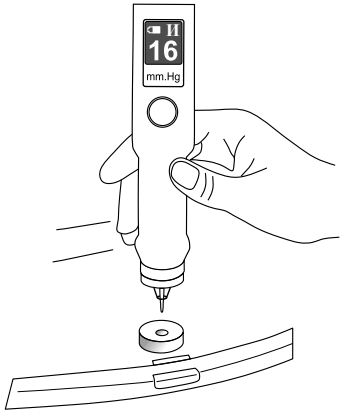
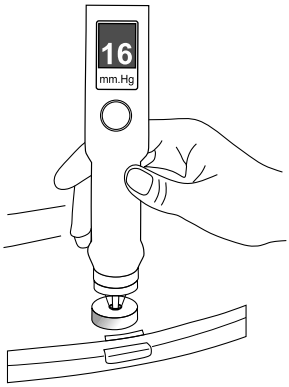

Рисунок 8
Рисунок 10
• Мягким движением кисти (не отрывая основание ладони от поверхности стола) плавно опустите тонометр штоком по центру отверстия устройства контроля (рис. 8, 9), погрузив до упора защитное кольцо тонометра в кольцевой паз устройства контроля. Нижняя плоскость защитного кольца тонометра должна максимально плотно совпадать с кольцевой плоскостью паза (рис. 10, 11). При этом включается режим измерения, ощущаемый рукой как легкая вибрация. Режим измерения также сопровождается индикацией давления на дисплее тонометра.